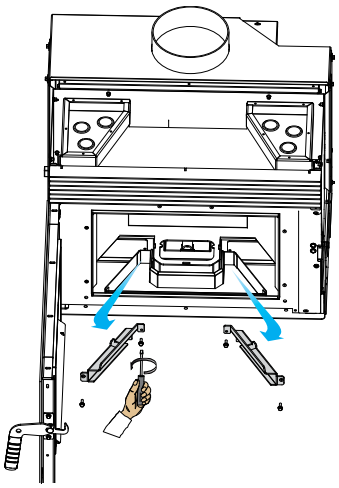

fig. 7.17
D) Retirer les supports des plaques réfractaires latérales (fig. 7.17).